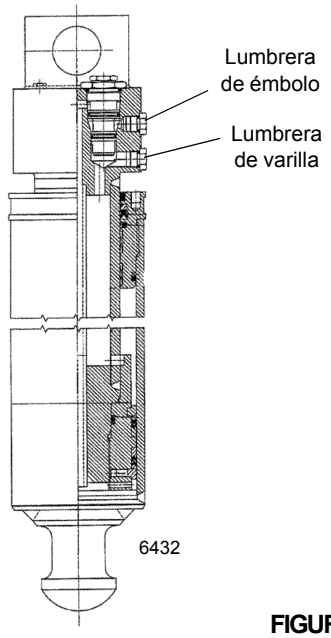

FIGURA 8-34
2. Quite la manguera del cilindro del lado de la varilla del cilindro de gato que se sospecha que tiene fugas (Figura 8-34). El aceite fluirá hasta que se vacíe la cavidad del bloque de lumbreras del cilindro. Una vez que se vacíe la cavidad del bloque de lumbreras, el aceite deberá dejar de fluir por la lumbrera del lado de la varilla.
2. Quite la manguera del cilindro del lado del émbolo del cilindro de gato que se sospecha que tiene fugas (Figura 8-34). El aceite fluirá hasta que se vacíe la cavidad del bloque de lumbreras del cilindro. Una vez que se vacíe la cavidad del bloque de lumbreras, el aceite deberá dejar de fluir por la lumbrera del lado del émbolo.